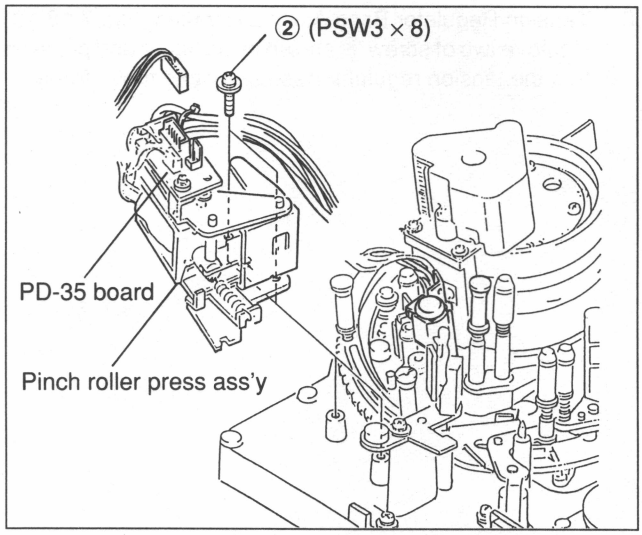

Fig.7-18-7 Pinch Roller Press Ass'y Removal
4. Pinch Roller Press Ass'y Removal (Fig. 7-18-7)